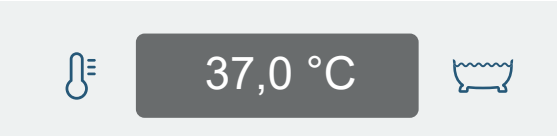

Afbeelding 23
7. Controleer de temperatuur van het water in de Classic Line 2 badkuip op het temperatuurdisplay. Zie Afbeelding 23.